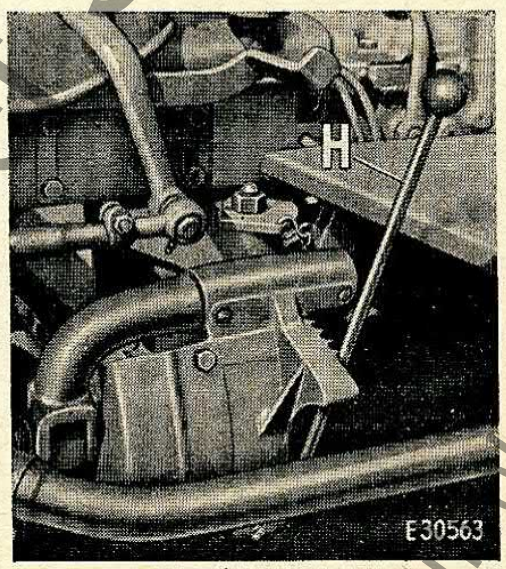

Bild 20
14. Keilriemen auflegen; hierbei darauf achten, daß sich die Riemenspannrolle innerhalb des Riemens befindet. Der Riemenspannhebel (H, Bild 20) muß also vor dem Auflegen des Keilriemens außen eingerastet sein.
5. Den mit der Spannrolle verbundenen Riemenspannhebel (H, Bild 20) nach innen schwenken und bei fühlbarem Widerstand im Segment am Gehäuse einrasten: **Das Messer ist eingeschaltet und der Schlepper zum Mähen bereit.**